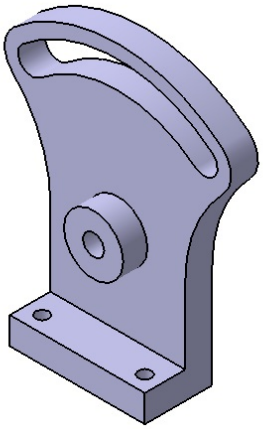

Figure 5-54 *Final model*
d. Create the fourth feature by extruding the circular sketch drawn on the front face of the base feature, refer to Figure 5-54.
e. Create the fifth feature by extruding the sketch drawn on the top face of the third feature using the **Pocket** tool, refer to Figure 5-54.
4. Similarly, create fourth and fifth features of the model. The final model after creating the fourth and fifth features is shown in Figure 5-54.